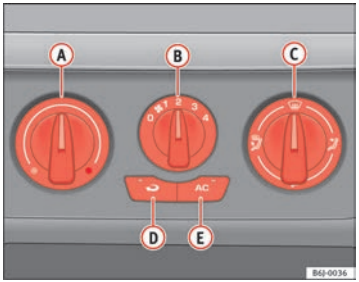

Fig. 89 Air conditioning controls on the dash panel
– Disconnect the cooling system using button ⇒ fig. 89 AC (the button light turns off).
– Turn the temperature selector (A) to set the desired temperature inside the vehicle.
– Set the air distribution control (C) to the air flow configuration desired: (towards the windscreen), (towards the chest), (towards the footwell) and (towards the windscreen and footwell areas).
When air recirculation mode is switched on (button ⇒ page 120, fig. 89 with warning lamp) strong odours in the outside air do not enter the vehicle interior, for example when passing through a tunnel or in a traffic jam.